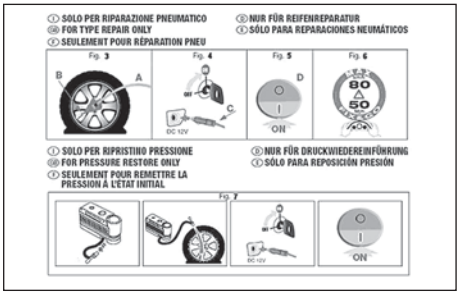

fig. 11
– un dépliant informatif **fig. 11**, utilisé pour un emploi rapide et correct du kit de réparation rapide et à livrer ensuite au prsonnel qui devra manier le pneu traité avec le kit de réparation des pneus;